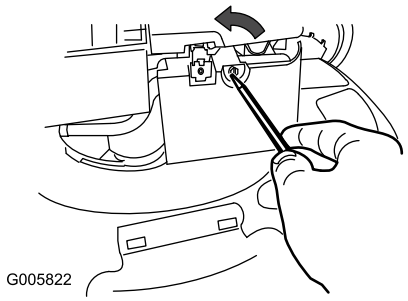

Figure 24
1. Ouvrez le couvercle du filtre à air avec un tournevis (Figure 24)